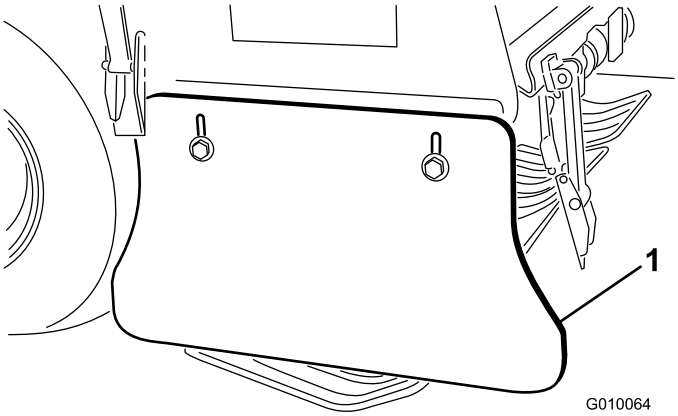

Figure 62
1. Desserrez les boulons et écrous qui fixent le déflecteur latéral au châssis (Figure 62).